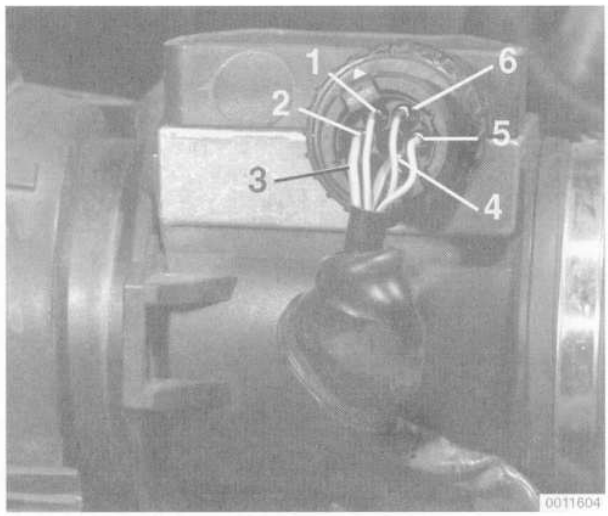

Fig. 12. Mass air flow sensor terminal identification on cars with DME 3.1. Connect voltmeter across terminals 1 (+) and 4 (–) to check meter burn-off voltage.
5. Reinstall the air flow sensor and the harness connector. Peel back the rubber boot from the harness connector. Working from the rear of the connector, connect a digital voltmeter across terminals 1 and 4. See Fig. 12.